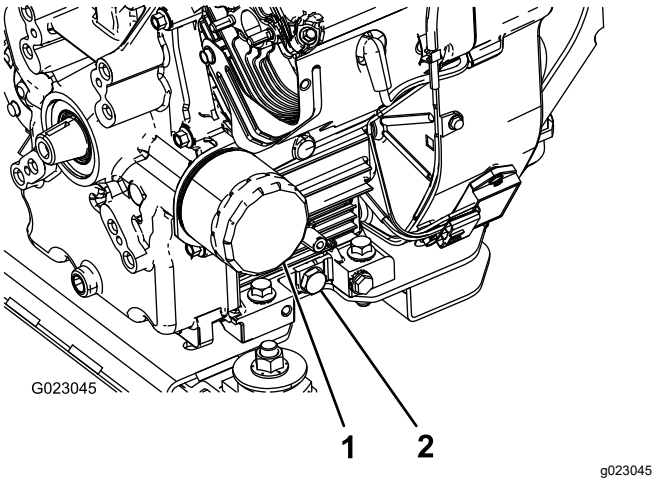

Figur 43
5. Fjern aftapningsproppen (Figur 43).
2. Fjern oliefilteret (Figur 43).
5. Monter det nye oliefilter på filteradapteren. Drej oliefilteret med uret, indtil gummipakningen berører filteradapteren. Spænd derefter filteret yderligere ½ omgang (Figur 43).